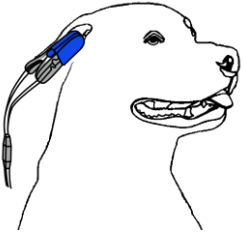

Figura 3.4 Applicazione del sensore sulla lingua Figura 3.5 Applicazione del sensore sull'orecchio
Di norma, la misurazione della SpO_2 e della frequenza cardiaca viene eseguita quando l'animale è sotto anestesia e il sito di misurazione più indicato è la lingua. Normalmente, dopo l'anestesia, la lingua dell'animale fuoriesce dalla bocca. Per prima cosa, agganciare il sensore alla sua lingua del paziente veterinario (Figura 3.4). Quindi, controllare la lettura della SpO_2 e il valore dell'indice di perfusione (PI) per avere la conferma dell'adeguatezza della misurazione. Maggiore è l'intensità del PI